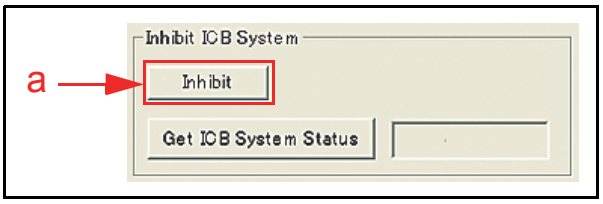

Figure 6-81 Inhibit Screen Button Location
1. Mouse-click on the "Inhibit" Screen Button (See Figure 6-81 a).